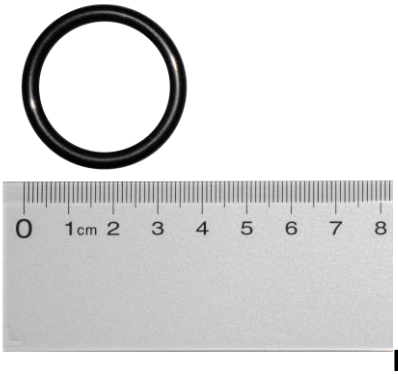

Рисунок 10
- Замена всех кольцевых уплотнений. Рисунок 10.